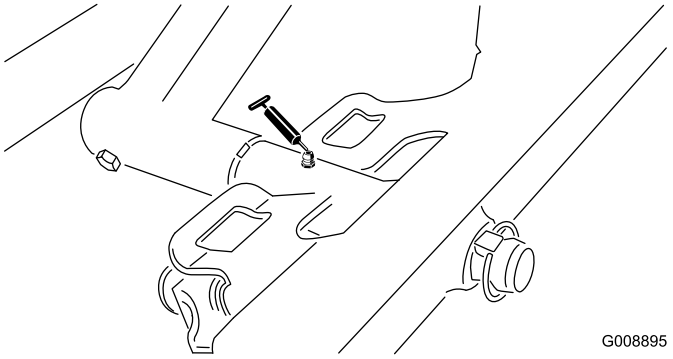

Figur 48
- Forreste klippeenheds drejetap (Figur 48)